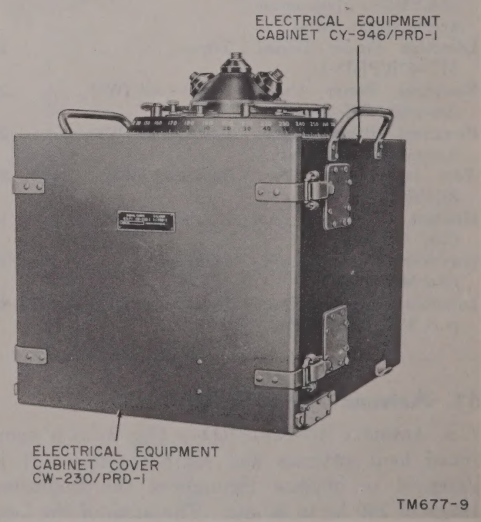

Figure 9. Radio Receiver R-395/PRD-1 housed in cabinet, cover closed.
c. Radio Receiver R-395/PRD-1 is housed in Electrical Equipment Cabinet CY-946/PRD-1 which is provided with Electrical Equipment Cabinet Cover CW-230/PRD-1 (fig. 9). This